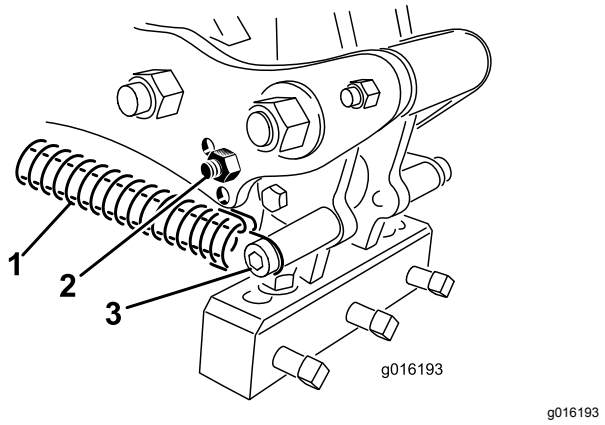

Figuur 39
3. Maak de veerspanning naar de tandenkop los (Figuur 39).
4. Verwijder de bumperbout en de bumper van de koppelingsarm en plaats deze terug in de andere instelopening (Figuur 39).